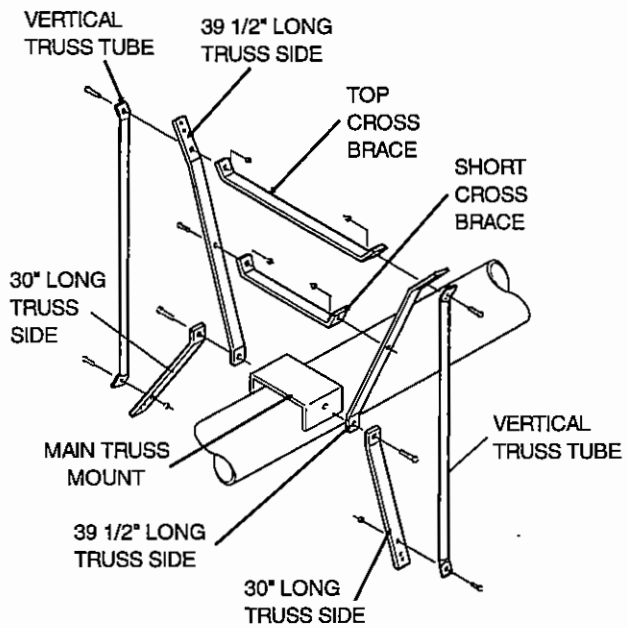

FIG. 32A
Step 2. Bolt the short cross brace between the 39 1/2" long truss sides using two 3/8" x 1 1/2" long (grade 5) hex head capscrews and nylon locknuts. Bolt the top crossbrace between the truss sides and the vertical truss tubes using two 3/8" x 1 1/2" long (grade 5) hex head capscrews and nylon locknuts. Bolt the other end of the vertical truss tube to the 30" truss sides using two 3/8" x 1 1/4" long (grade 5) hex head capscrews and nylon locknuts. See Figure 32A. Tighten the hardware holding the truss sides to the truss mount.